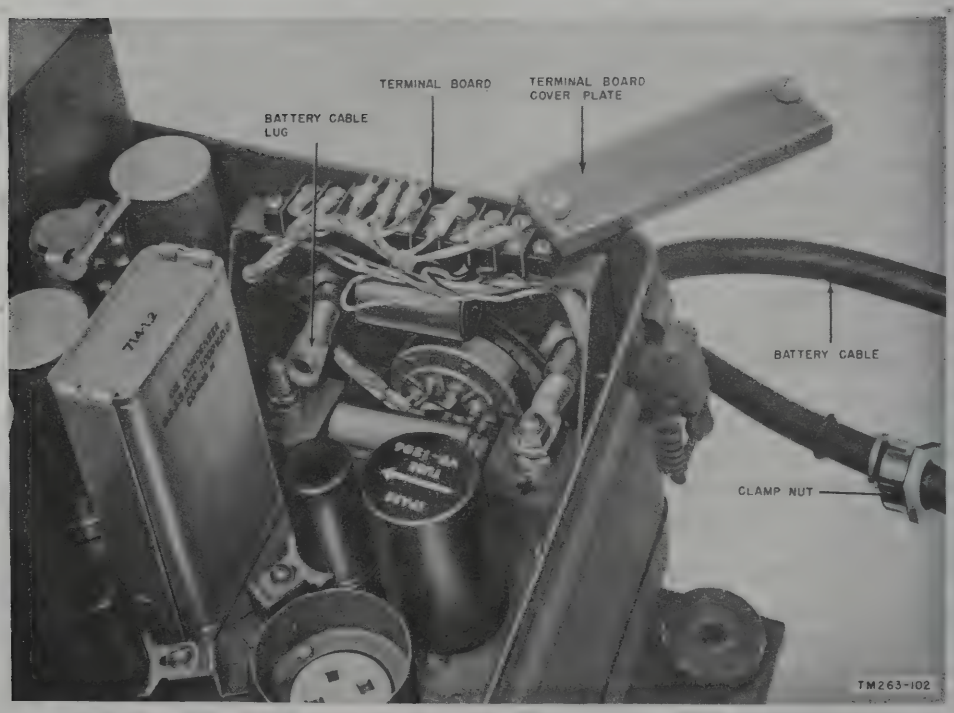
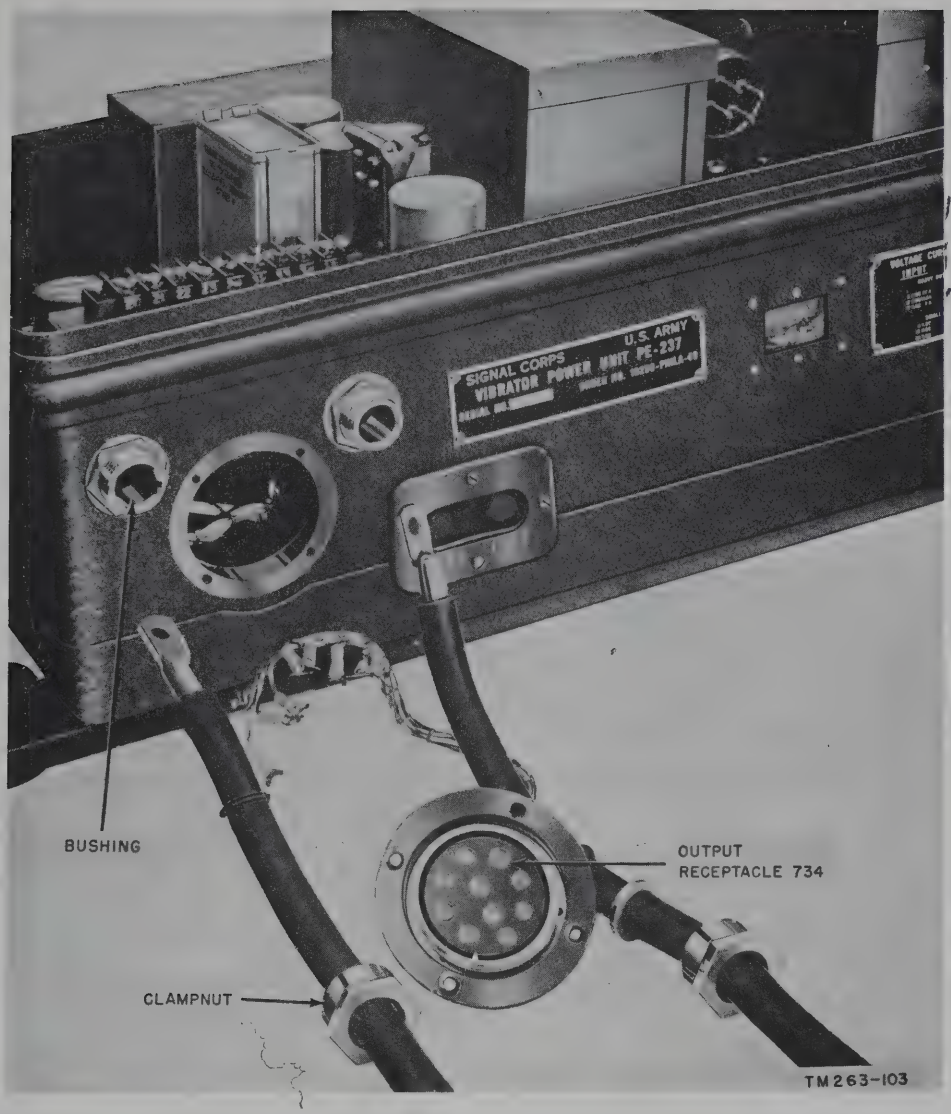

Figure 130. Vibrator Power Supply PE–237, terminal board and battery cable connections.
Figure 131. Vibrator Power Supply PE–237, battery cables and power output receptacle 734.
(fig. 130), exposing the terminal board spade lug connections. The numbers on the board correspond to those on power output receptacle 734.
(1) Unscrew the clamp nuts on the battery cable bushings (fig. 130).
(2) Remove the nuts holding the battery cable lugs to the terminals on the vibrator chassis.
(3) Lift the lugs off the screws and pull the cables through the bushings, completely out of the vibrator housing (fig. 131).
(1) Loosen the screws on the terminal board numbered from 20 to 35, and remove the spade lugs secured by these screws. Do not remove the screws or they may be lost. Make a written note of the color coding on the wires so that reconnection will be simplified. The color coding of the wires on top and bottom of the terminal board are identical for some units.
(2) Remove the screws around the outside flange of receptacle 734. Gently pry the flange away from the housing, and pull the entire receptacle out, including the wires attached to its terminals (fig. 131).